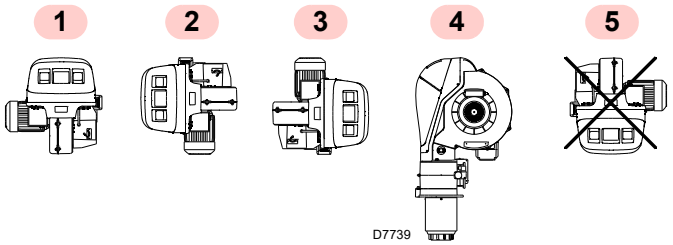

Fig. 9
- El quemador está preparado exclusivamente para funcionar en las posiciones **1**, **2**, **3** y **4** (Fig. 9).